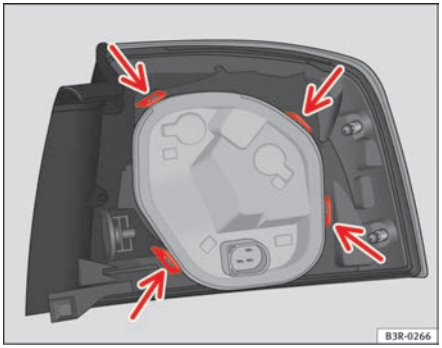

Fig. 223 Securing the bulb holder in the rear light unit
– Check that all four retaining tabs ⇒ page 273, fig. 223 -arrows- have engaged.